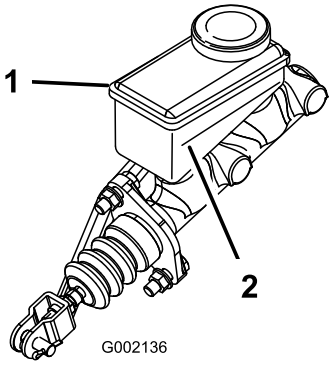

Figura 69
5. Mire el nivel de aceite en el lateral del depósito (Figura 69).
B. Añada líquido de frenos DOT 3 al depósito hasta que el nivel esté por encima de la línea Mínimo (Figura 69).